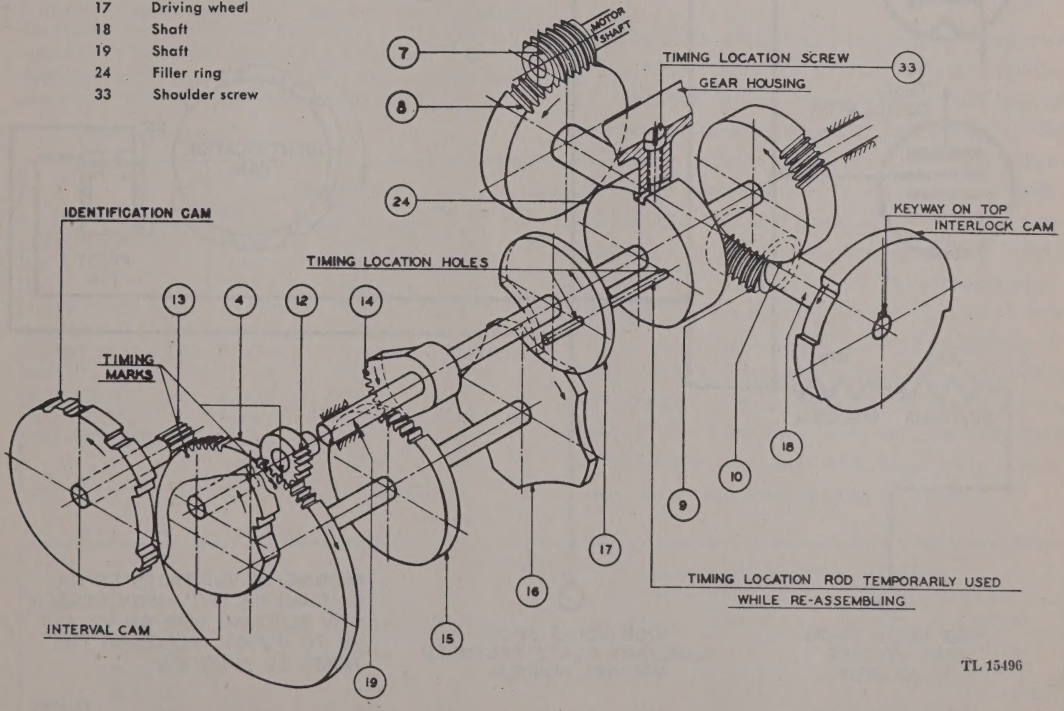

Figure 53. Radio range keyer, mechanical diagram.
f. The mechanical system which produces these motions is shown schematically (fig. 53). It functions as follows:
(1) The motor shaft revolves at a speed of 1,800 rpm which is reduced by means of a 75 to 1 worm and wheel reduction (7 and 8) from 1,800 rpm to 24 rpm.
(2) The interlock cam is located on the 24 rpm shaft, and revolves continuously at this speed.
(3) The speed from this shaft is again reduced by means of a 15 to 1 gear reduction (9 and 10) from 24 rpm to 1.6 rpm.
(4) The 1.6 rpm shaft is directly connected to the driving member 14 of the intermittent drive and driving disc 17.